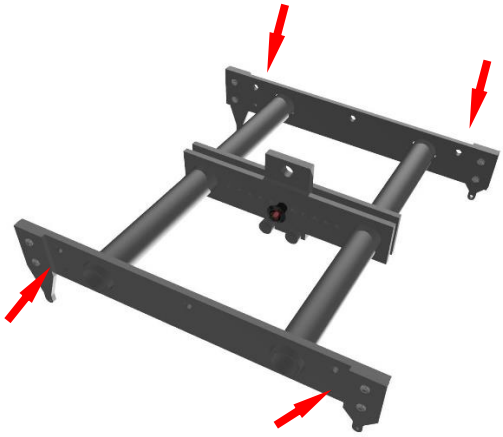

Abbildung 8: Bohrungen zum Sichern gegen Verdrehen und Pendeln
- Die **äußeren Bohrungen 12,5 mm** dienen zum Sichern des Arrays gegen Verdrehen und Pendeln. – siehe Abbildung 8